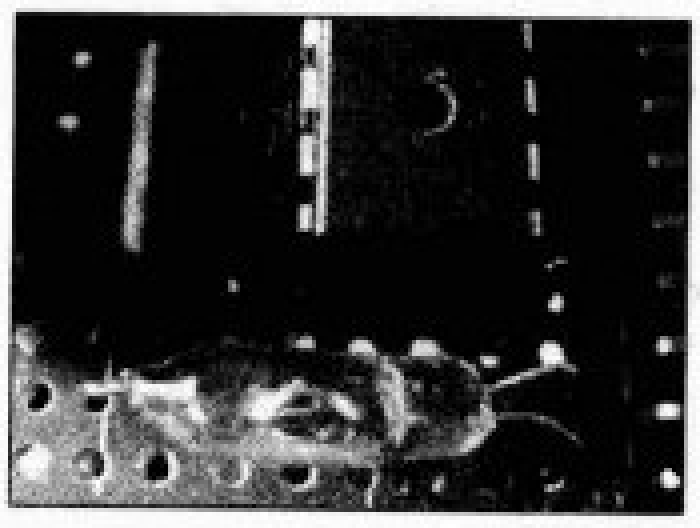

图1
4. 用小型水银开关（见图1）检测运动方向自动改变显示顺序，不必再用人工控制。